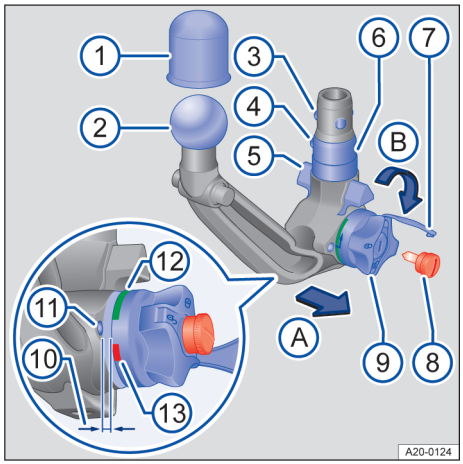

Fig. 157 Vue d'ensemble : boule d'attelage amovible
4. Vérifiez que le logement, la molette → fig. 157 ⑨, la tige ⑥ et les billes de verrouillage ③ de la boule d'attelage sont propres et en bon état → ①. Nettoyez si nécessaire.
1. Saisissez la boule d'attelage sous la boule → fig. 157 ② à une main.
2. Retirez le cache → fig. 157 ⑦ de la serrure et insérez la clé ⑧ dans la serrure.
3. Faites tourner la clé → fig. 157 ⑧ dans le sens anti-horaire.
4. Tirez la molette → fig. 157 ⑨ dans le sens de la flèche Ⓐ avec l'autre main et maintenez-la dans cette position → ⚠.
5. Tournez la molette → fig. 157 ⑨ dans le sens de la flèche Ⓑ jusqu'à ce qu'elle s'encliquette. La boule d'attelage est maintenant armée. Le repère rouge ⑬ de la molette doit être orienté vers le repère blanc ⑪ sur la boule d'attelage. La molette est visiblement en saillie par rapport à la boule d'attelage. Il y a un espace d'env. 4 mm ⑩.
6. Vérifiez que toutes les billes de verrouillage → fig. 157 ③ peuvent être complètement enfoncées dans la tige ⑥ de la boule d'attelage.
2. Appuyez vigoureusement sur la boule d'attelage vers le haut jusqu'à ce qu'elle s'enclenche. Les deux centreurs → fig. 157 ⑤ doivent s'engager dans leurs logements sur le véhicule.
3. La molette → fig. 157 ⑨ se trouve maintenant dans sa position initiale. Il n'y a plus d'espace entre la molette et la boule d'attelage.
4. Tournez la clé → fig. 157 ⑧ dans la molette dans le sens des aiguilles d'une montre et retirez-la.
5. Maintenant, il ne doit plus être possible de retirer la molette → fig. 157 ⑨.
6. Emmanchez le cache → fig. 157 ⑦ sur la serrure et placez la clé dans le bac de rangement.
1. Le repère rouge → fig. 157 ⑫ sur la molette est dirigé vers le repère blanc ⑪ de la boule d'attelage.
2. La molette → fig. 157 ⑨ doit être en contact avec la boule d'attelage et il ne doit y avoir aucun espace entre les deux pièces.
3. Secouez ou tirez vigoureusement la boule d'attelage → fig. 157 vers le bas. Elle doit rester bien fixée dans son logement → ⚠.
4. La serrure doit être verrouillée et la clé → fig. 157 ⑧ retirée.
5. Le cache de serrure → fig. 157 ⑦ doit recouvrir la serrure de la molette.
- N'utilisez jamais le dispositif d'attelage si le plus petit diamètre de la boule → fig. 157 ② est inférieur à 49 mm.